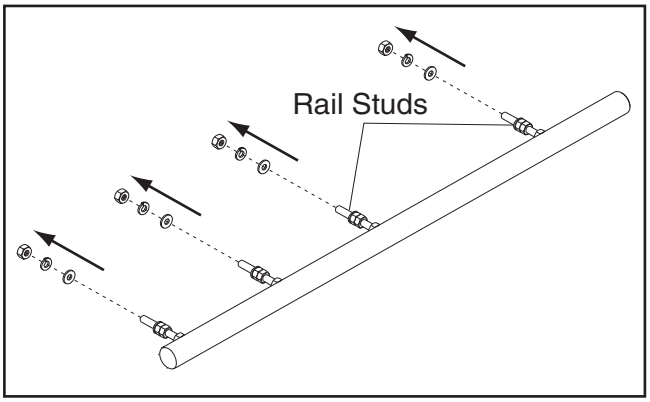

Figure 31. Removing rip fence rail hardware to prepare for installation.
18. The rip fence rail is pre-assembled with four rail studs and accompanying hardware. Remove (1) hex nut, (1) flat washer, and (1) lock washer from end of each stud, as shown in **Figure 31**.